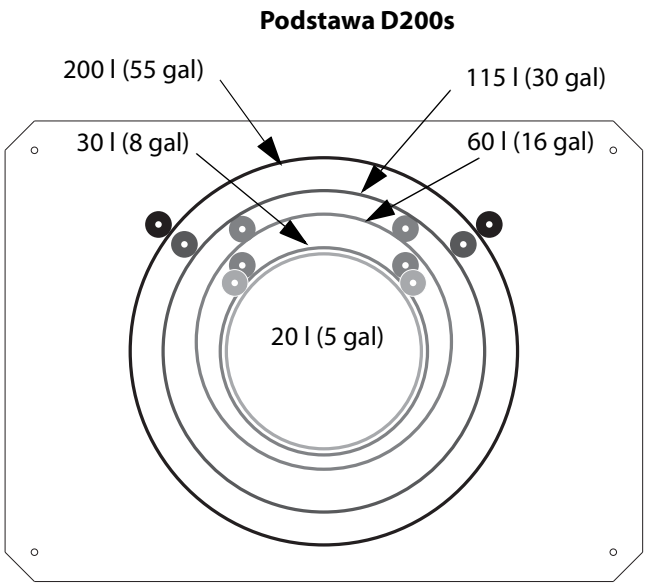

RYS. 15: Podstawa nurnika
1. Zlokalizować odpowiednie otwory montażowe w podstawie zespołu nurnika. Patrz RYS. 15.